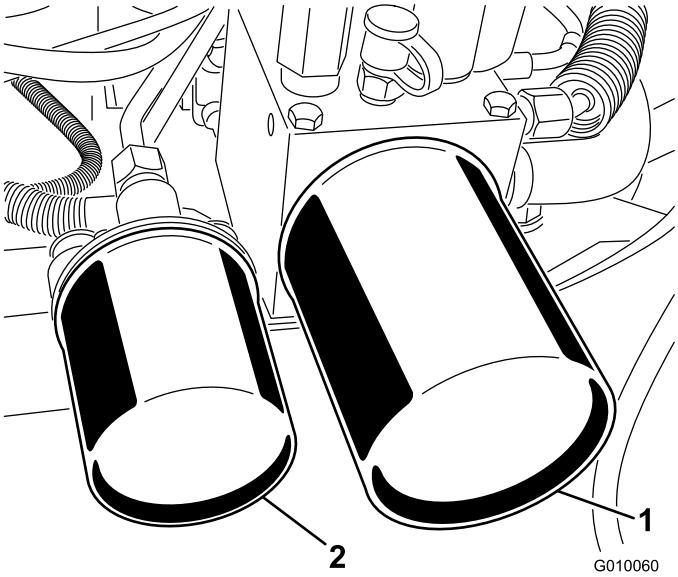

Figura 60
2. Coloque um recipiente de escoamento debaixo dos filtros, retire os filtros velhos e limpe a superfície da junta do adaptador do filtro (Figura 60).